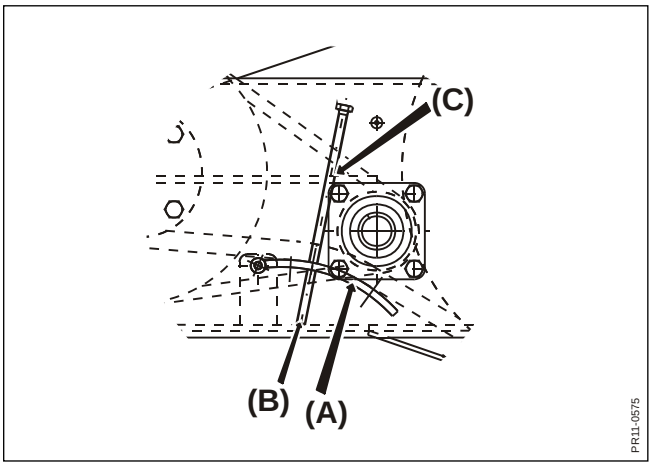

Fig. 9.5
Fig. 9.5 **Justering av 1 1/4” kedja:** Kedjespännaren (A) i botten af kedjetransmissionen skall lyftas genom att justera skruven (B). **Kom ihåg!** Att efter justeringen montera fjädersprinten (C). Den hindrar justerskruven att vrida sig.